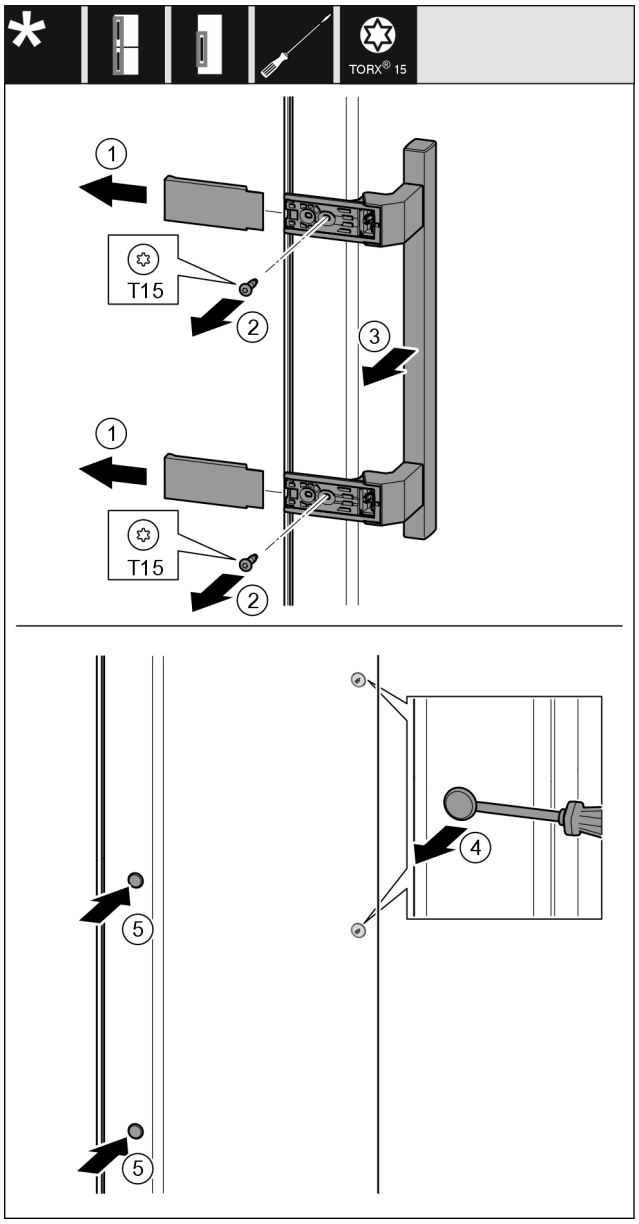

Fig. 10
- ▶ Trekk av dekselet. *Fig. 10 (1)*
- ▶ Skru ut skruene med skrutrekkeren Torx 15. *Fig. 10 (2)*
- ▶ Fjern håndtaket. *Fig. 10 (3)*
- ▶ Løft pluggene på siden forsiktig med en skrutrekker og trekk dem ut. *Fig. 10 (4)*
- ▶ Sett igjen inn pluggen på den andre siden. *Fig. 10 (5)*